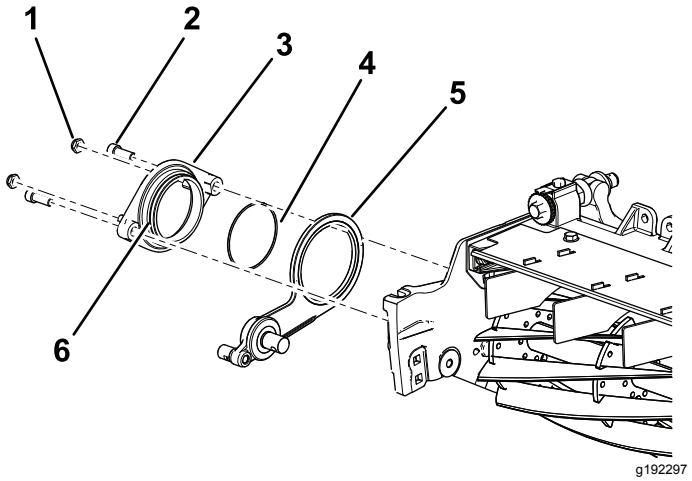

Figura 9
3. Applicate un composto frenafiletti sul diametro esterno del gruppo del mozzo girevole (Figura 9).
4. Fissate il mozzo girevole sul gruppo tendicinghia al cilindro con 2 bulloni a esagono incassato (⅜" x ¾") (Figura 9).
5. Montate, senza serrarli, i 2 dadi di bloccaggio sul mozzo girevole (Figura 9).